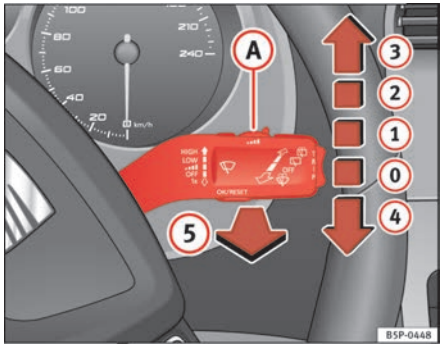

Fig. 85 Windscreen wiper and windscreen wash lever
The windscreen wiper lever ⇒ fig. 85 has the following positions:
- The next speed down will automatically be selected if speed ⇒ page 123, fig. 85 (2) or (3) is selected when the vehicle stops. The set speed will be resumed when the vehicle starts again.